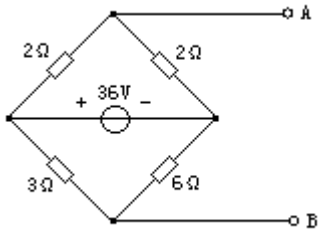

图 8
3. 求图 8 所示电路的戴维宁等效电路之参数并画出其戴维宁等效电路。（计 10 分）